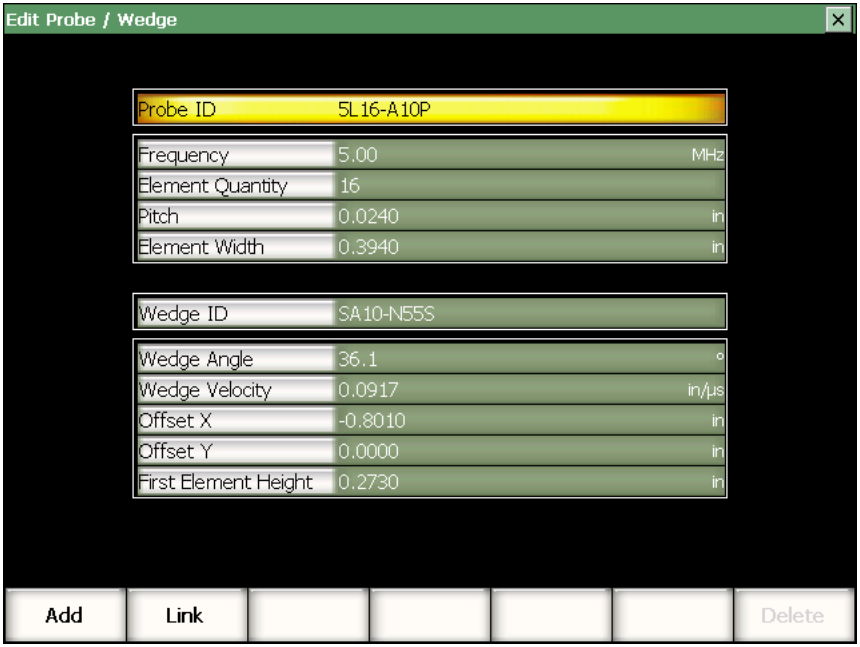

Figure 12-6 The Edit Probe/Wedge Setup page
1. Select **PA Probe > Edit** to enter the **Edit Probe/Wedge** setup page (see Figure 12-6 on page 313).